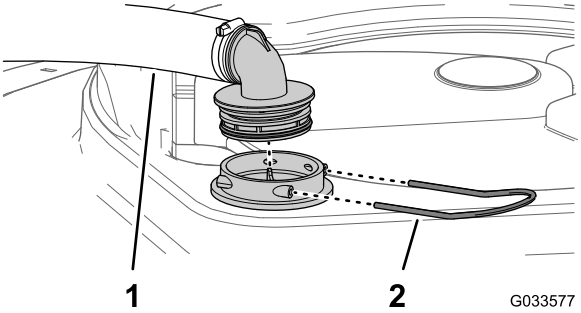

Figur 77
2. Fjern holderen, som sidder øverst på sprøjtetanken og som fastgør slangefittingen, der er monteret på den store slange fra filterhuset (Figur 77).
3. Fjern slangen og slangefittingen fra filterhuset (Figur 77).